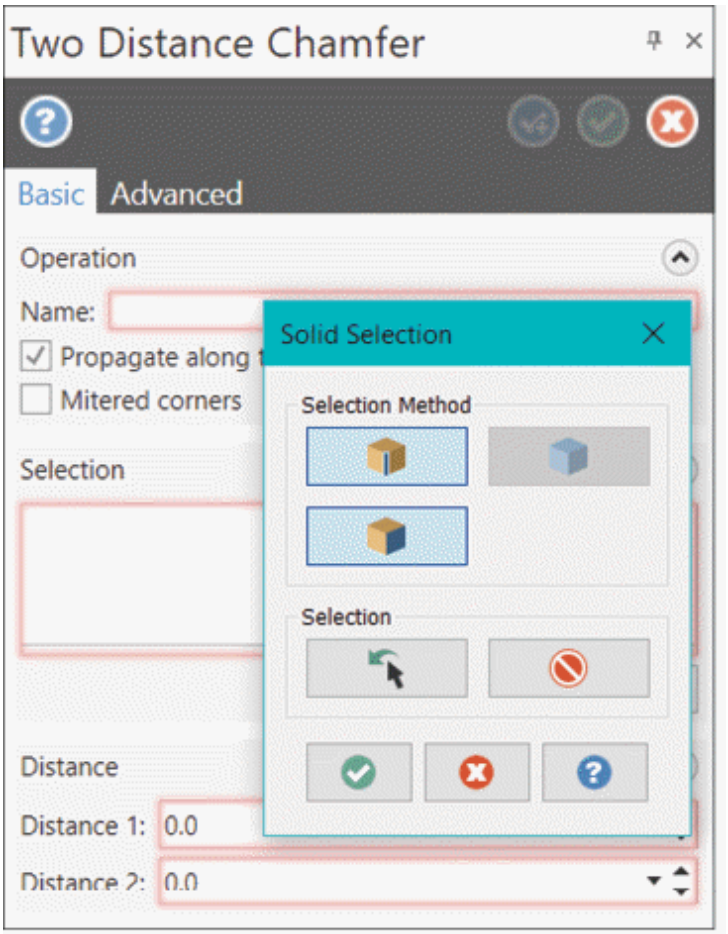

Figure-58. Two Distance Chamfer Manager
- Click on the **Two Distance Chamfer** tool from the **One Distance Chamfer** drop-down in the **Modify** group of **Solids** tab in the **Ribbon**. The **Two Distance Chamfer Manager** will be displayed with **Solid Selection** dialog box; refer to Figure-58.